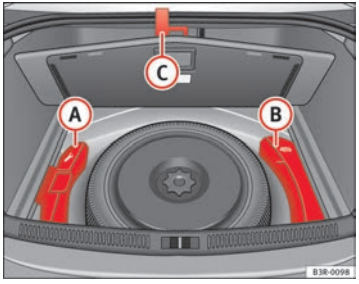

Fig. 180 Toolbox and jack
The tools (A) and jack (B) ⇒ fig. 180 are stored under the floor panel in the luggage compartment.
– Hook the handle (C) onto the luggage compartment weather-strip.